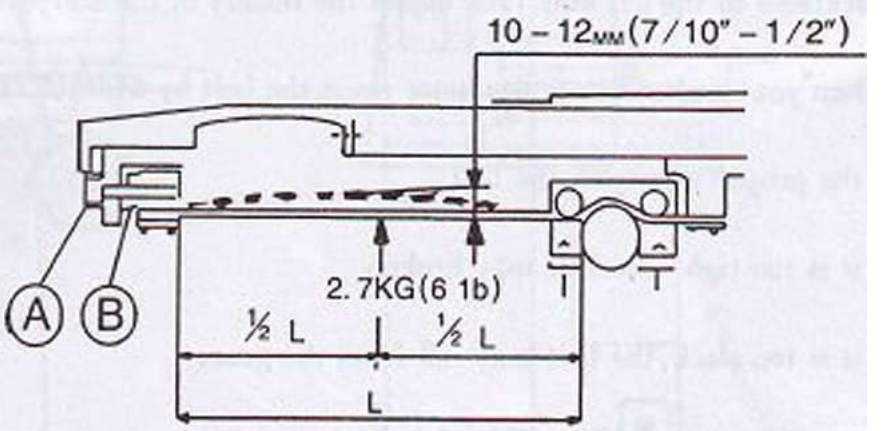

Fig 3
3. Переместить стол на левую сторону, потянуть незакрепленный конец ремня правой крышкой и зафиксировать его, как показано на Рис. 3. Затем отрегулировать винт «A», чтобы настроить натяжение ремня (как показано на Рис. 3, используя тензиометр или вручную, надавить или потянуть ремень с усилием 2,7 кг, чтобы отклонение составляло около 10-12 мм, затем зафиксировать винт «B»).